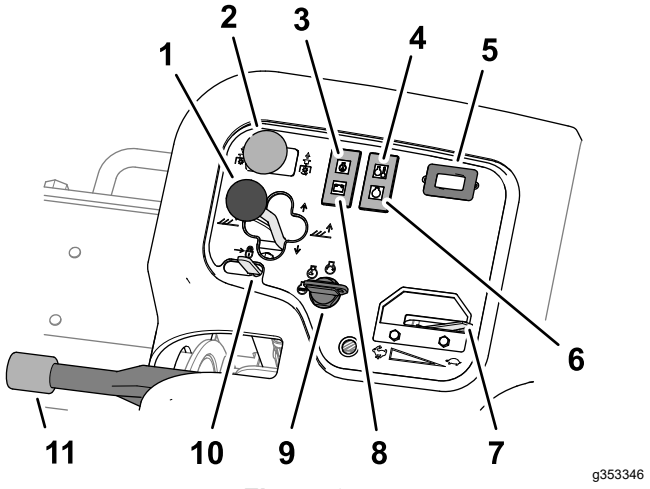

Figur 43
- Sänk ned klippenheterna till marken genom att föra klippenhetens växelspak framåt till läget SÄNK NED (Figur 43).
Klippenhetens drivbrytare (Figur 43) har två lägen: INKOPPLAD eller URKOPPLAD. Vippbrytaren använder en elektromagnetisk ventil på ventilbänken för att driva klippenheterna.
Varningslampan (Figur 43) tänds när motorns oljetryck sjunker under en säker nivå.
Varningslampan (Figur 43) tänds om motorkylarvätskans temperatur är hög. Klippenheterna stängs av vid denna temperatur. Om kylvätskans temperatur stiger med ytterligare 5,5 °C stängs motorn av för att förhindra ytterligare skador.
Timmätaren (Figur 43) visar det totala antalet timmar som maskinen har varit i drift. Timmätaren börjar fungera så snart nyckelbrytaren har flyttats till det påslagna läget.
Glödstiftslampan (Figur 43) lyser när glödstiften är aktiverade.
För reglaget (Figur 43) framåt för att öka motorvarvtalet, och dra det bakåt för att minska motorvarvtalet.
Generatorlampan (Figur 43) stängs av när motorn går. Om generatorlampan tänds medan motorn går ska du kontrollera laddningssystemet och reparera det vid behov.
Använd tändningslåset (Figur 43) för att starta motorn och sätta på lamporna. Tändningslåset har tre lägen:
För lyftspakslåset (Figur 43) bakåt så att inte klippenheterna sänks.
Lägg i parkeringsbromsen (Figur 43) för att undvika oavsiktlig maskinrörelse när motorn är avstängd. För att koppla in parkeringsbromsen ska du dra spaken uppåt. För att koppla ur bromsen ska du trycka spaken nedåt.